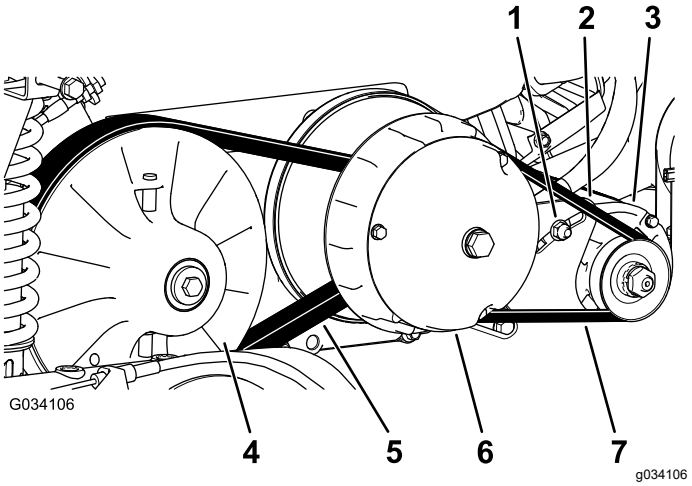

Figur 66
6. Vrid på remmen (Figur 66) och kontrollera om den är sliten eller skadad.
3. Vrid remmen och dra den över sekundärkopplingen (Figur 66).
4. Ta bort remmen från primärkopplingen (Figur 66).
5. Placera den nya remmen över primärkopplingen (Figur 66).
6. Vrid remmen och dra den över sekundärkopplingen (Figur 66).
2. Lossa startgeneratorns svängmutter (Figur 66).
4. Tryck bändstången nedåt för att vrida startgeneratorn nedåt i skåran tills remmen är så spänd att den endast böjs 6 mm då en kraft på 44 N·m appliceras (Figur 66).
5. Dra åt svängmuttern för hand och ta bort bändstången (Figur 66).